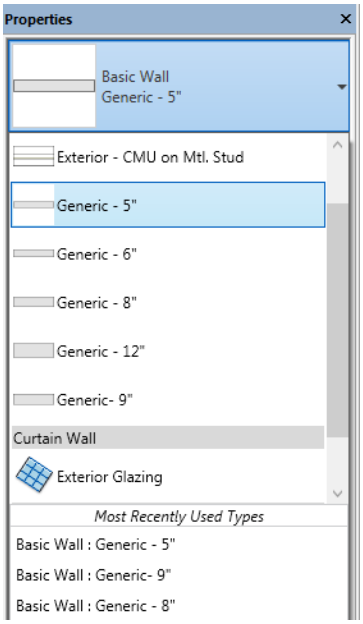

Figure 3-64 *Selecting the interior wall type from the* ***Type Selector*** *drop-down list*
1. Invoke the **Wall: Architectural** tool; the wall instance parameters are displayed in the **Properties** palette. In this palette, select the required wall type from the **Type Selector** drop-down list, as shown in Figure 3-64.